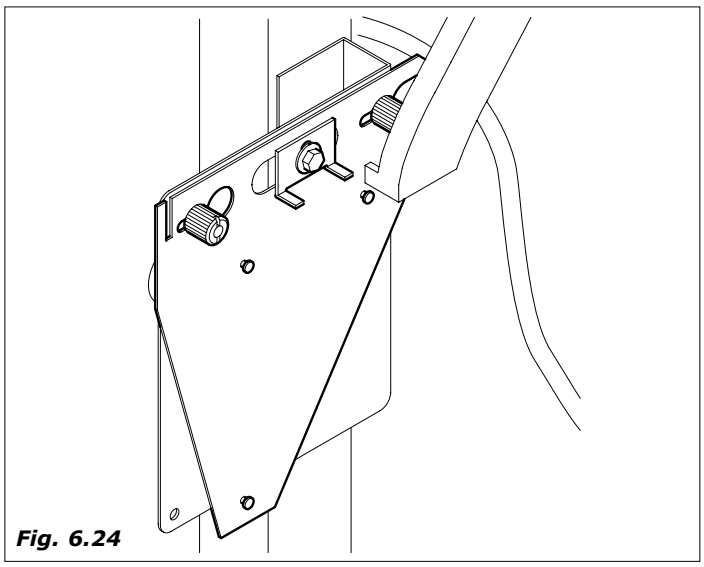

Fig. 6.24
- extrair o suporte da máquina *(Fig.6.24)*